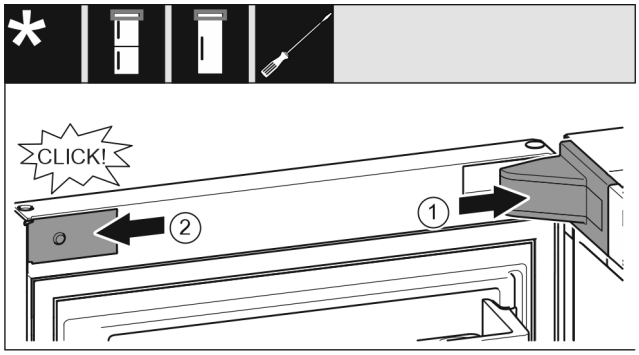

Fig. 28
▶ Așezați capacul suportului de lagăr *Fig. 28 (1)* și fixați în poziție, după caz, despărțiți cu precauție prin apăsare.
▶ Aplicați în lateral și fixați în poziție masca *Fig. 28 (2)*.